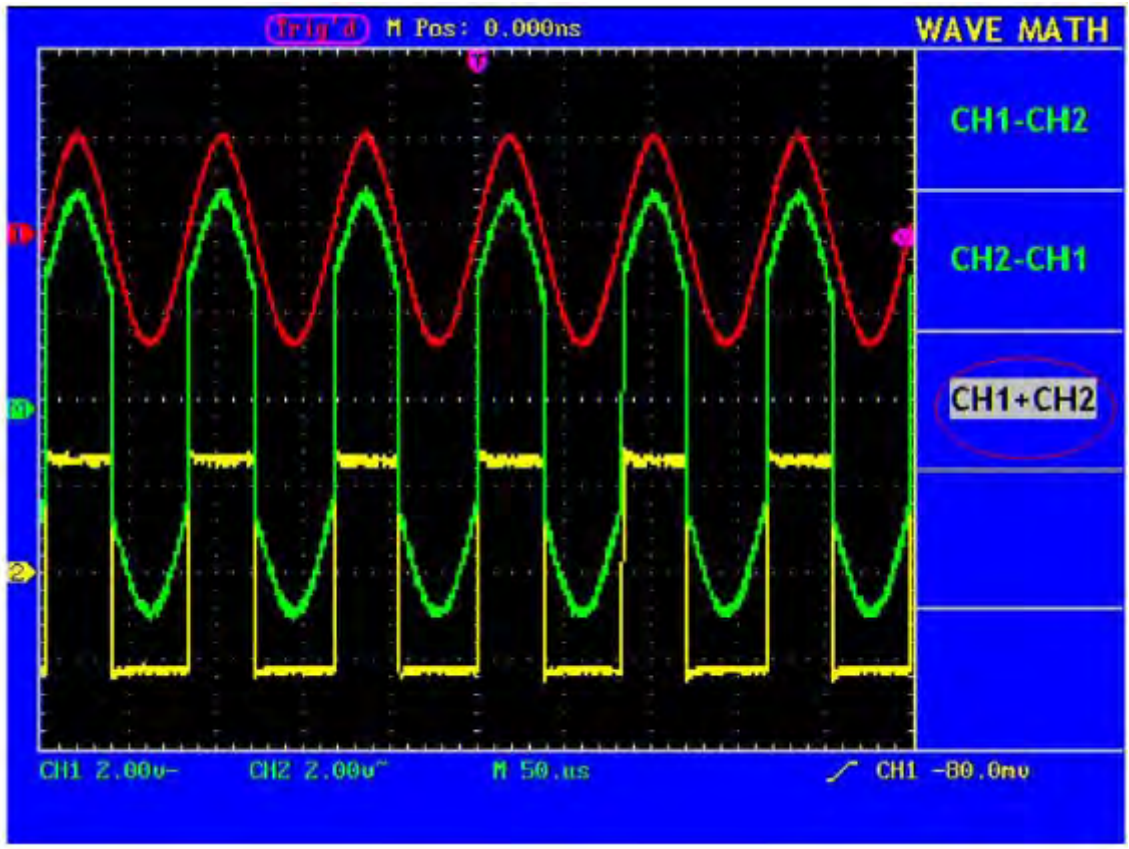

Fig. 19 Wave Form resulted from CH1 +CH2 Mathematical Manipulation
2. Press the **F3** menu selection button and choose **CH1+CH2**. The green calculated wave form M is displayed in the screen; press the **F3** menu selection button again, the wave form M is closed off (see Fig. 19).